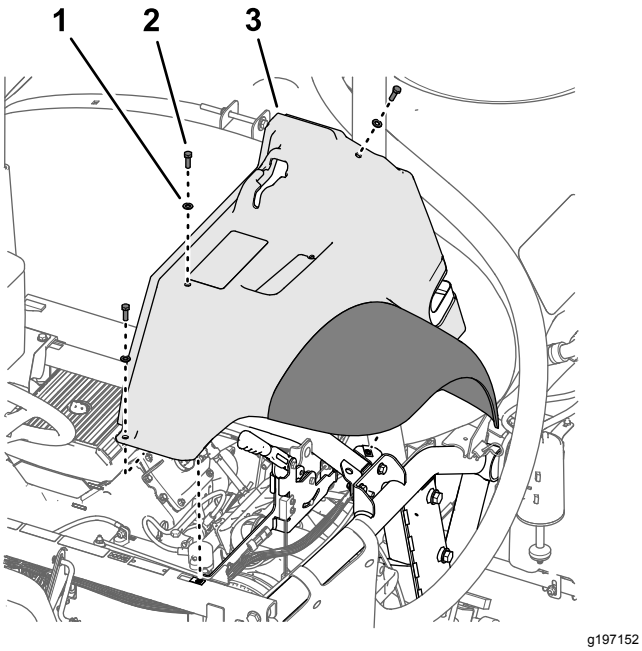

Figur 9
2. Fjern de tre boltene (5/16 x 1 tomme) og tre skivene (5/16 tomme) som fester skjermen til maskinrammen (Figur 9).